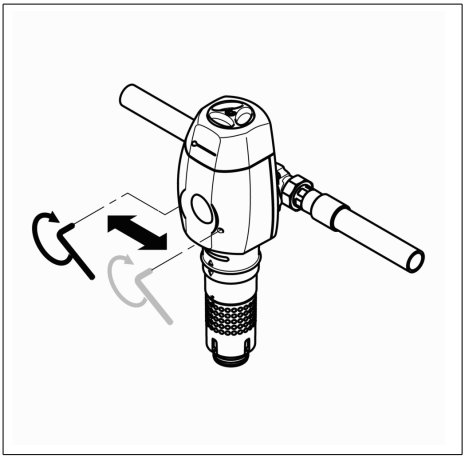

Abb. 5: Montage JUKO-EC
– Die zwei Schrauben in der Frontseite mit einem Innen-Sechskantschlüssel mehrfach abwechselnd festschrauben (siehe Abb. 5).